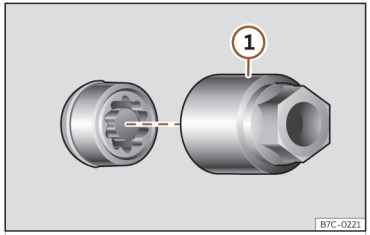

Abb. 225 Diebstahlhemmende Radschraube mit Abdeckkappe und Adapter
- Setzen Sie den Spezialadapter ››› **(Abb. 225)** 1 (Bordwerkzeug ››› **S. 334**) bis zum Anschlag in die diebstahlhemmende Radschraube ein.